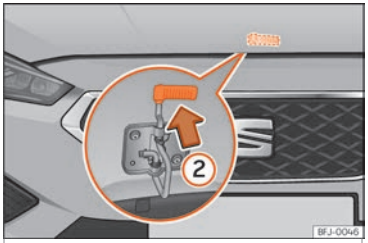

Fig. 14 Leva sotto il cofano del vano motore.
- Per sollevare il cofano del vano motore, tirare verso l'alto la levetta sporgente da sotto il cofano stesso ››› **fig. 14** ②. Il cofano viene disimpegnato dal gancio che lo trattiene.